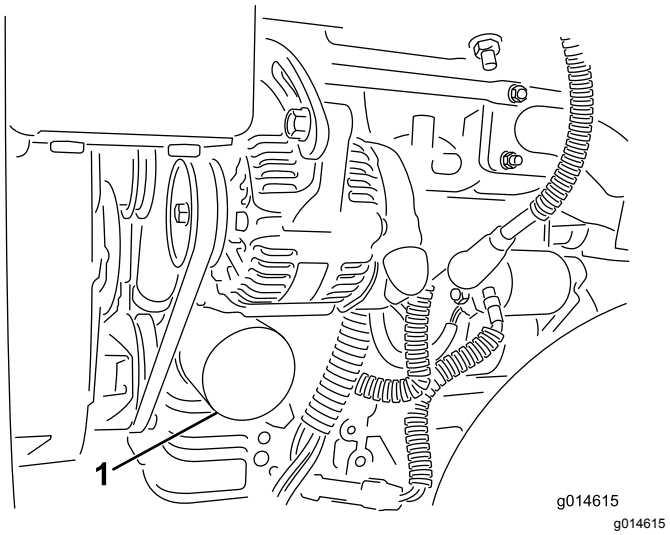

**Figur 46**
2. Ta av oljefilteret (Figur 46). Stryk et tynt lag med ren olje på den nye filterpakningen.